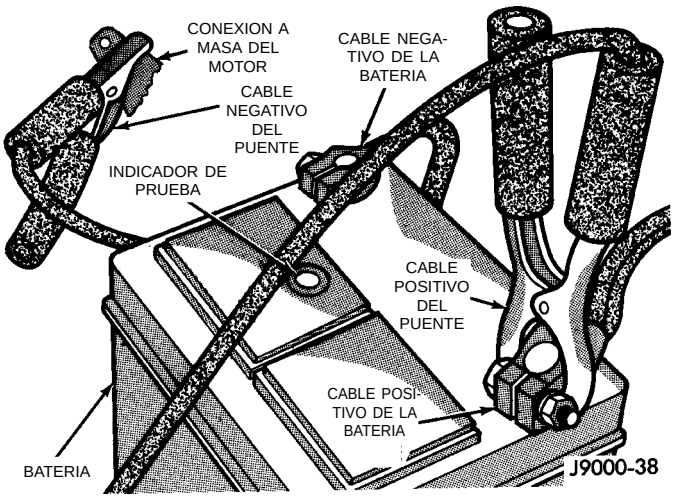

Fig. 1 Conexiones de las abrazaderas de los cables de puente
(2) Cuando utilice otro vehículo como fuente auxiliar, estacione el vehículo auxiliar a una distancia hasta donde llegue el cable. Desconecte todos los accesorios, aplique el freno de estacionamiento, coloque la transmisión automática en PARK (ESTACIONAMIENTO) o la transmisión manual en NEUTRAL (PUNTO MUERTO) y lleve el encendido a la posición OFF (APAGADO).
(3) En el vehículo averiado, coloque el selector de cambios en posición de estacionamiento o punto muerto y aplique el freno de estacionamiento o el equivalente. Desconecte todos los accesorios.
(4) Conecte los cables del puente a la batería auxiliar. La abrazadera ROJA al terminal positivo (+). La abrazadera NEGRA al terminal negativo (-). Las abrazaderas de los extremos opuestos de los cables NO deben tocarse entre sí, pues podría producirse una descarga eléctrica. Revise todas las advertencias en este procedimiento.
(5) En el vehículo averiado, conecte la abrazadera del cable ROJO del puente al terminal positivo (+). Conecte la abrazadera del cable NEGRO del puente a la conexión a masa del motor, lo más cerca posible del punto de fijación del cable de conexión a masa (Fig. 1).
(6) Arranque el motor del vehículo que tiene la batería auxiliar, deje el motor en ralentí durante unos minutos y luego arranque el motor del vehículo con la batería descargada.